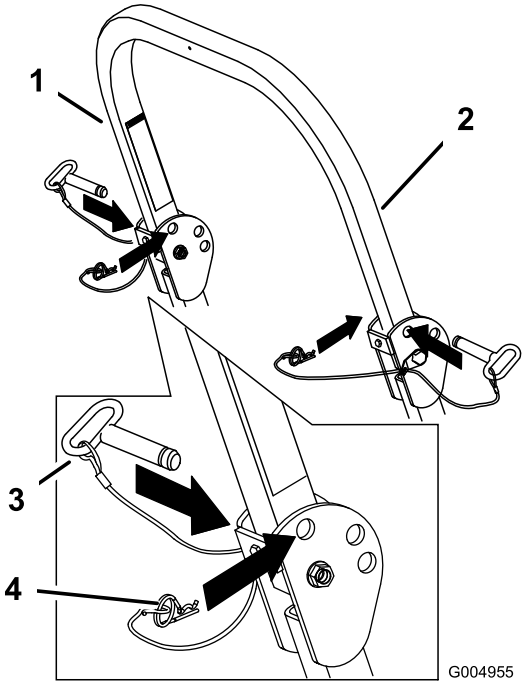

**Figuur 9**
1. Maak de R-pennen los en verwijder de 2 pennen (Figuur 9).
3. Plaats de 2 pennen en zet deze vast met de R-pennen (Figuur 9).
4. Om de rolbeugel omhoog te klappen, moet u de R-pen losmaken en de 2 pennen verwijderen (Figuur 9).
5. Klap de rolbeugel omhoog, plaats de 2 pennen en zet deze vast met de R-pennen (Figuur 9).